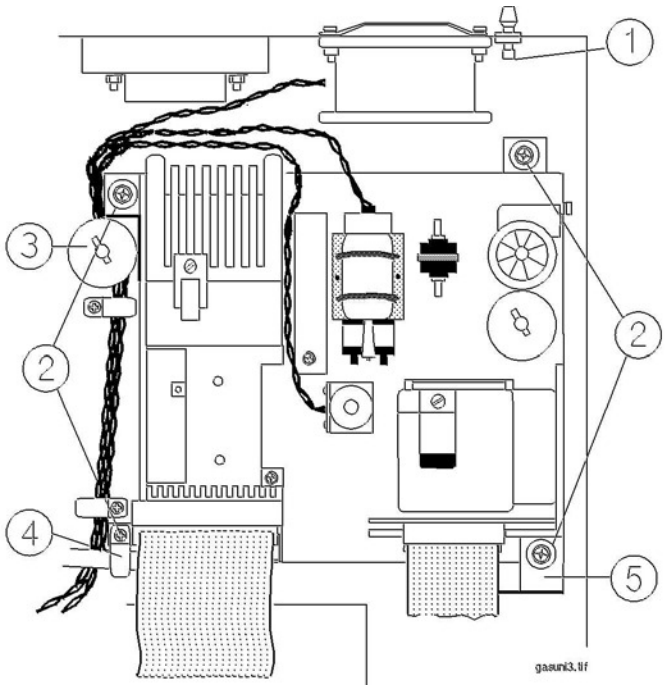
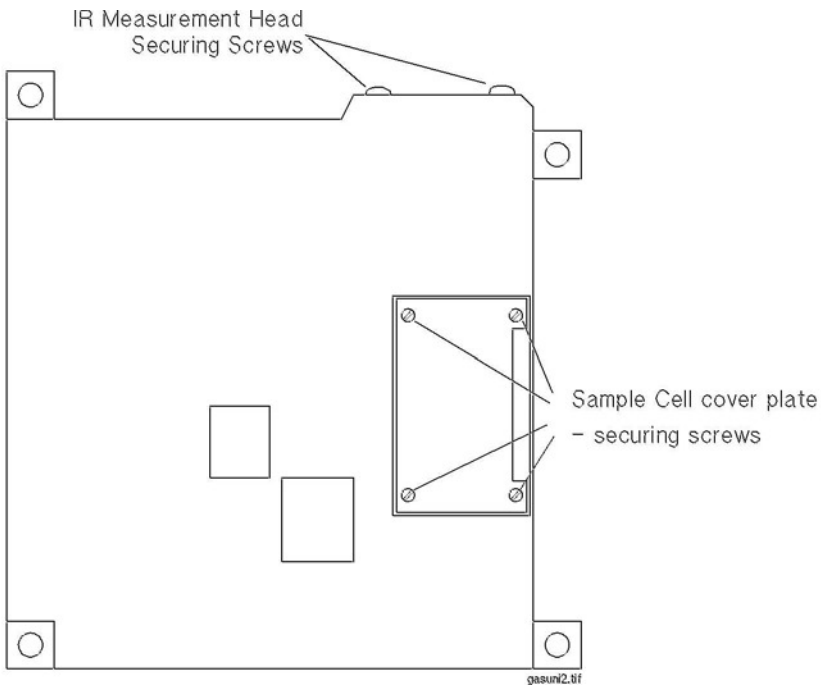

Figure 28 Lifting the IR Measurement Mounting Bracket
Figure 29 Underside of the IR Measurement Mounting Bracket
Several of the field replaceable subassemblies are mounted on the IR measurement mounting bracket, which is a subassembly of the Anesthetic Gas Module, as shown in Figure 28.
To lift the IR Measurement mounting bracket (refer to Figure 28 and Figure 29):
3. Remove the connection from the gas exhaust (1).
4. Using a cross-tipped screwdriver, remove the four screws and lock washers (2) securing the IR Measurement mounting bracket to the module.
5. Lift the IR Measurement mounting bracket and stand it carefully on its end, so that the ribbon cables are at the bottom. The securing screws on the underside are now accessible, as shown in Figure 29.
To replace the IR Measurement mounting bracket (refer to Figure 28 and Figure 29):